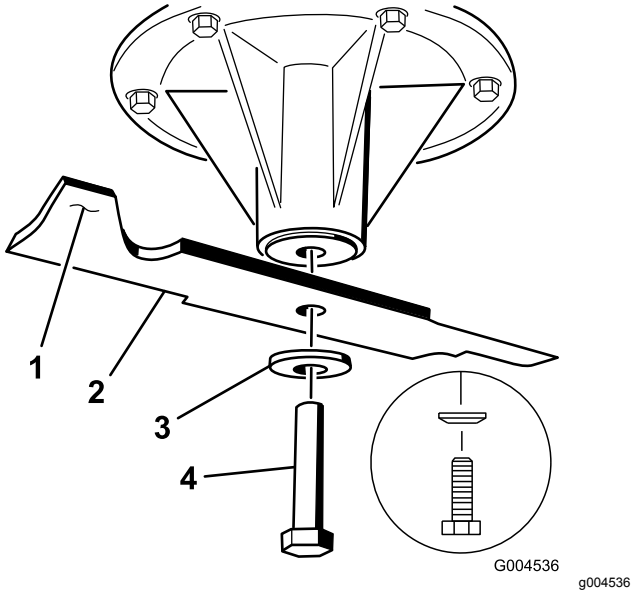
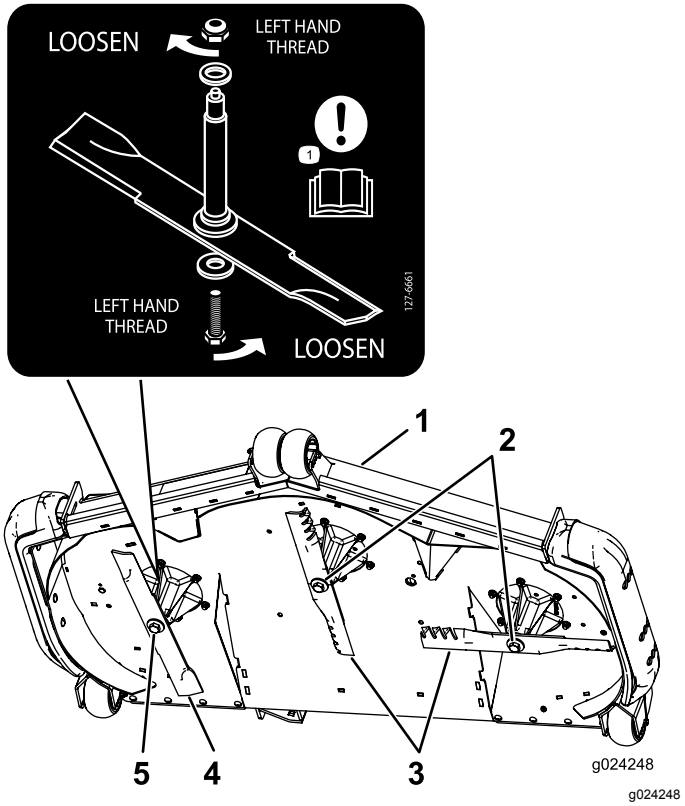

Figure 115
Figure 116
2. Enlevez de l'axe des lames gauche et centrale, le boulon de lame, la rondelle bombée et la lame (Figure 115).
3. Enlevez de l'axe, le boulon de la lame droite (fileté à gauche), la rondelle bombée et la lame (Figure 115).
Remarque: Notez le type de lame et sa position de montage. Voir la Figure 116 pour la position correcte.
Important: **La lame droite de ce plateau de coupe est contrarotative et utilise un boulon à filetage à gauche. Reportez-vous à la Figure 116 pour positionner correctement les lames du plateau de coupe.**
1. Reposez sur les axes, les lames gauche et centrale, les rondelles bombées et les boulons de lame (Figure 115 et Figure 116).
Remarque: Orientez le cône de la rondelle bombée vers la tête du boulon (Figure 115).
2. Posez sur l'axe, la lame droite, la rondelle bombée et le boulon (fileté à gauche) (Figure 115 et Figure 116).